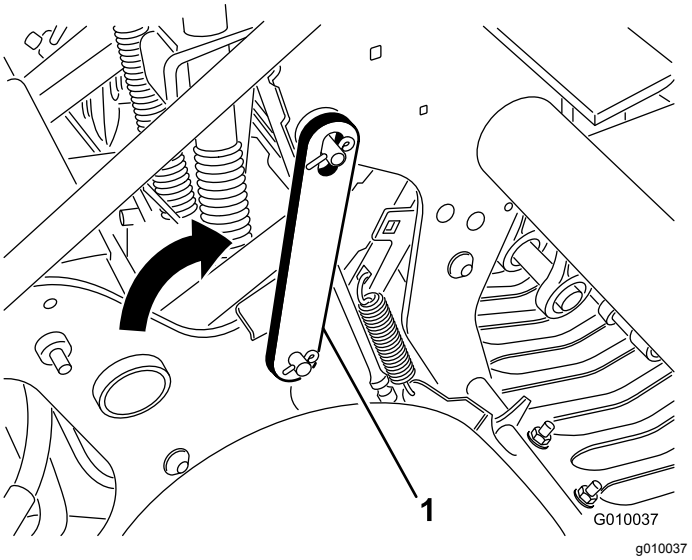

Rysunek 22
4. Odchyl zaczep serwisowy do tyłu i wsuń go na kołek głowicy wgłębnej (Rysunek 22). Zamocuj zaczep przy użyciu pierścienia zaciskowego.